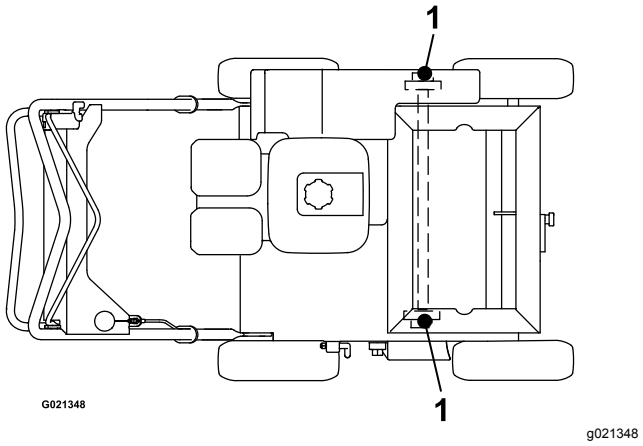

Рисунок 18
3. Заправьте масленки (Рисунок 18) универсальной консистентной смазкой № 2 по классификации NLGI, сделав 1 или 2 качания смазочным шприцем.